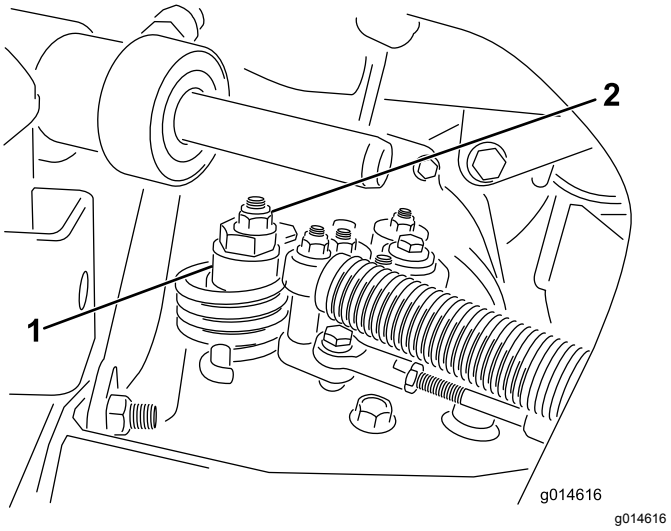

Figur 38
A. Løsne mutteren som fester eksenteren til toppen av hydrostaten (Figur 38).
C. Stram eksenteren til den ikke beveger seg i noen retning. Når hjulet ikke lenger roterer, må du stramme mutteren som låser eksenteren og justeringen (Figur 38). Kontroller justeringen med gassen i SAKTE- og HURTIG-stillingen.